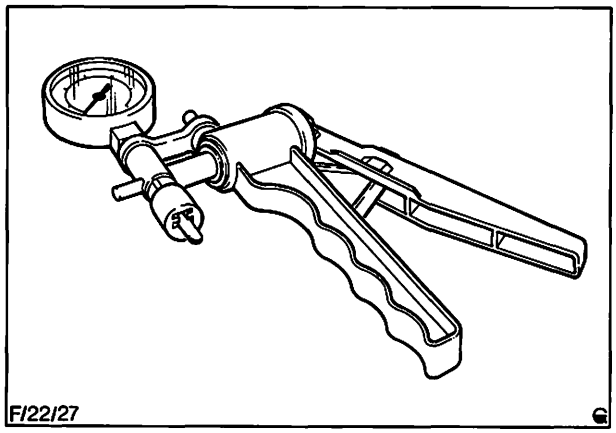

Abb. 40 Vakuumpumpe
b) Ein wahlweises Verfahren zur Prüfung der Verstelleigenschaften ist die Verwendung einer Vakuumpumpe, Abb. 40.